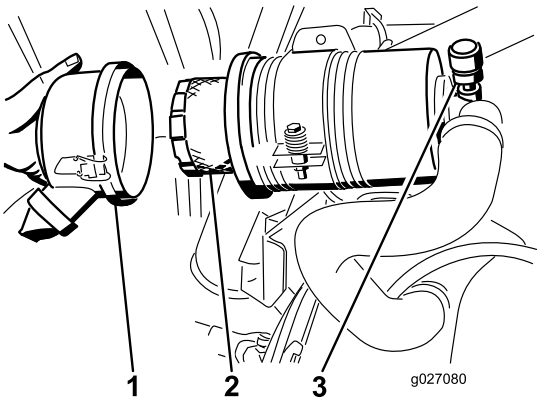

Figur 56
4. Afmonter og udskift filteret (Figur 56).